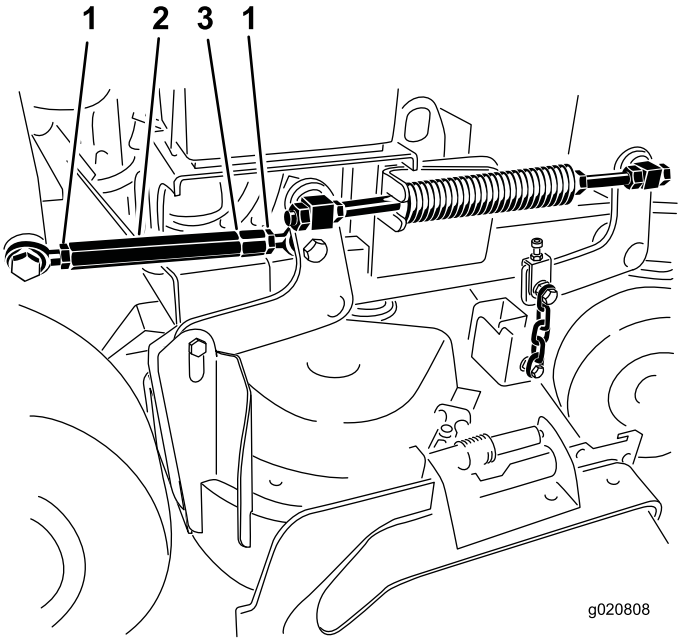

Figuur 87
5. Draai de contramoeren aan beide zijden van de spanschroef los (Figuur 87).
Opmerking: Het uiteinde van de spanschroef met de groef erin heeft linkse schroefdraad (Figuur 87).